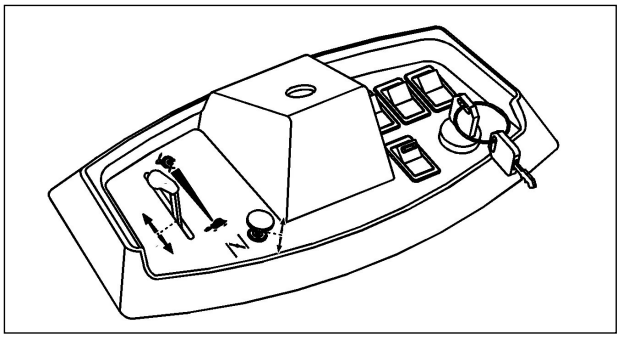

*Fig. 17*
7. After starting the engine slide the choke control to slow position and set the engine speed by the throttle lever (Fig. 17).
When the pedal is fully depressed, the brake is applied. Then, place the throttle lever at the "turtle" idle position (fig. 17).